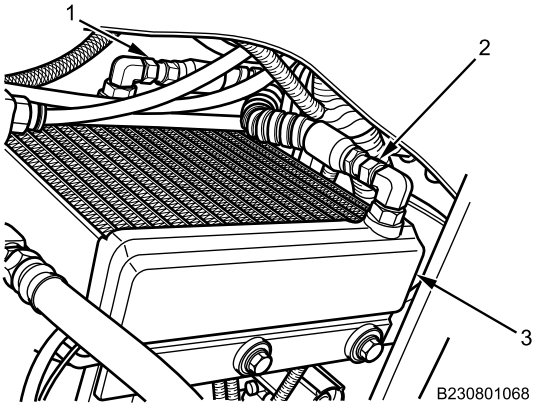

Figure 3. Transfer Case Oil Cooler and Hoses.
4. Position drain pan under transfer case oil cooler (Figure 3, Item 3).
5. Remove lower and upper transfer case cooling hoses (Figure 3, Item 1 and 2) from transfer case oil cooler (Figure 3, Item 3), allowing fluid to drain out of oil cooler and hoses into drain pan.